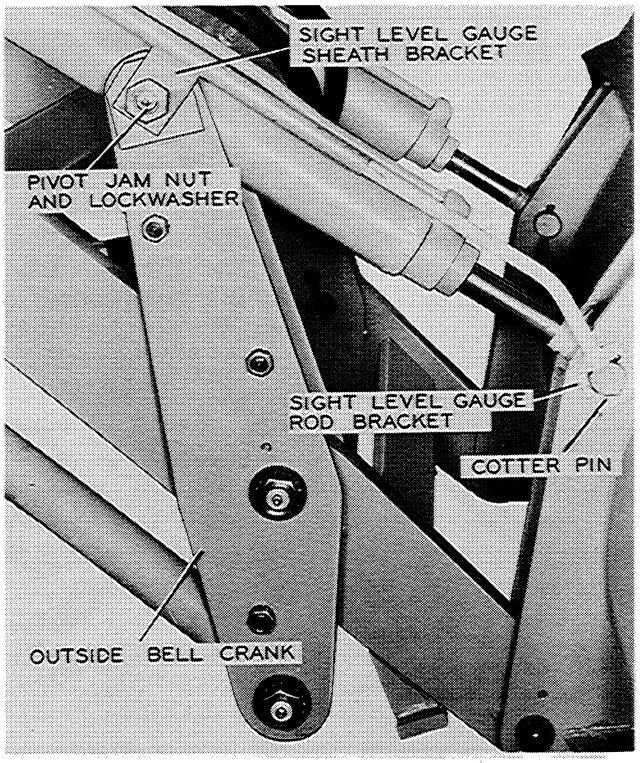

Figure A-30
5. Install the sight level gauge on the right hand tilt cylinder. Connect the rod bracket to the bucket pivot pin with a cotter pin as shown in Figure A-30. Connect the sheath bracket to the tilt cylinder pivot with the shakeproof lockwasher and jam nut.